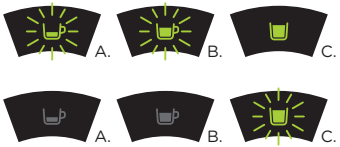

Fig. 19: Programming the tea extraction button.
- Then press the tea extraction button until the indicator lights of the espresso and the coffee extraction buttons start blinking. Press the tea extraction button (see **Fig. 19**). The indicator lights of the espresso and the coffee extraction buttons go out.